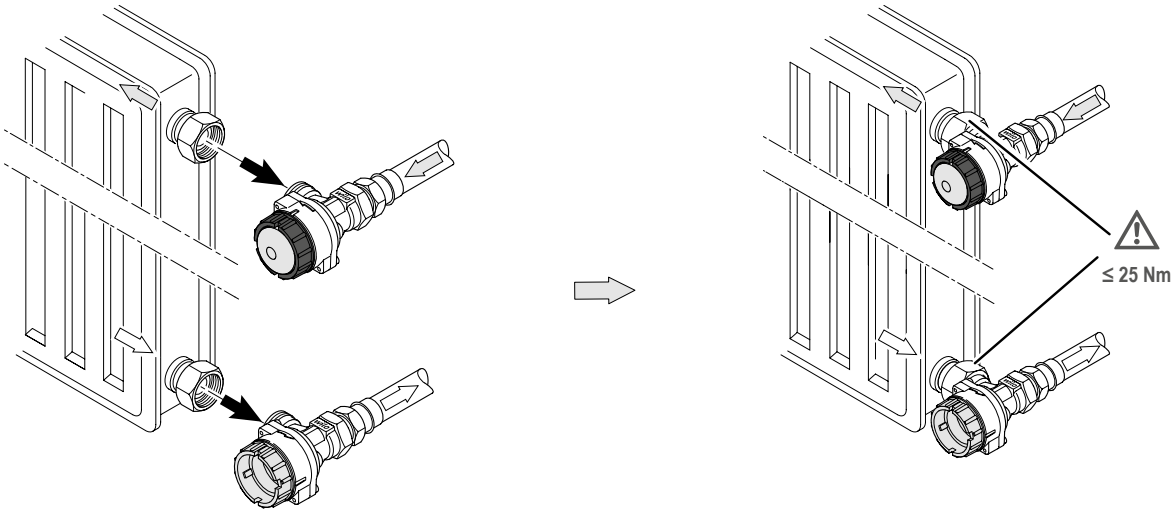

Fig. 14-2: Anschluss Heizkörper an Vor- und Rücklauf (am Beispiel des Adapter Set Eck rechts)
- Heizkörper mittels Überwurfmuttern der beiden Heizkörper-Anschlussverschraubungen gemäß Fig. 14-2 an Vor- und Rücklaufleitung installieren.